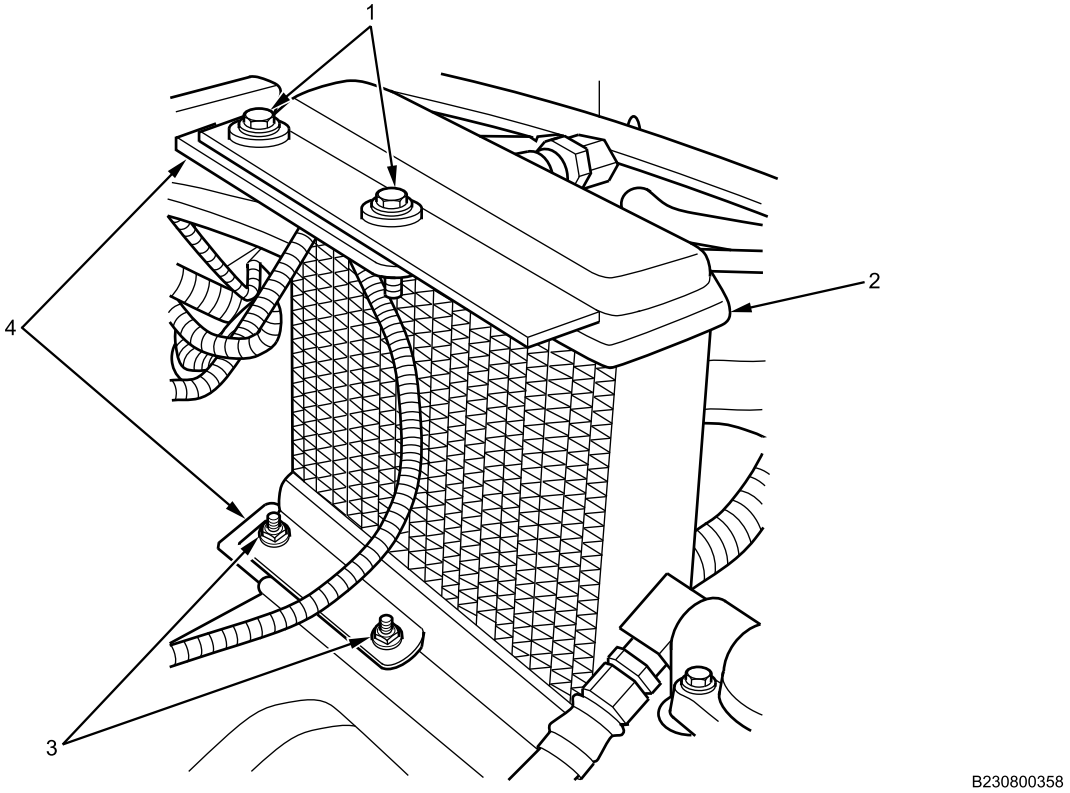

Figure 4. Transfer Case Oil Cooler Mounting.
6. Remove two upper transfer case oil cooler mounting nuts and bolts (Figure 4, Item 1) from transfer case oil cooler bracket (Figure 4, Item 4).
7. Remove two lower transfer case oil cooler mounting nuts (Figure 4, Item 3) and bolts from transfer case oil cooler bracket (Figure 4, Item 4).
8. Remove transfer case oil cooler (Figure 4, Item 2) from transfer case oil cooler bracket (Figure 4, Item 4).